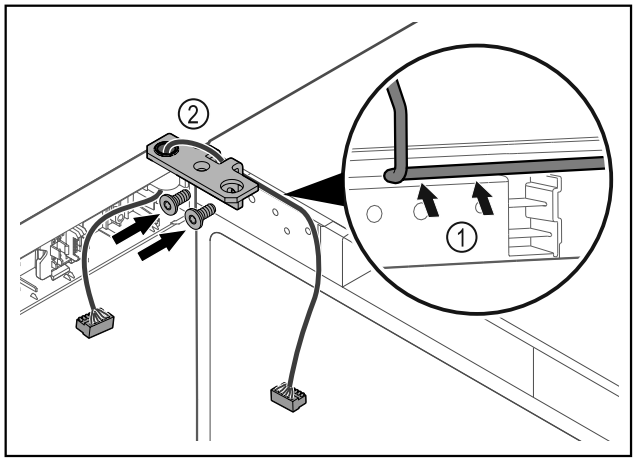

Fig. 39
▶ Проведите кабель через отверстие в шарнирном уголке и аккуратно уложите его *Fig. 39 (1)*.
▶ Привинтите шарнирные уголки *Fig. 39 (2)*.